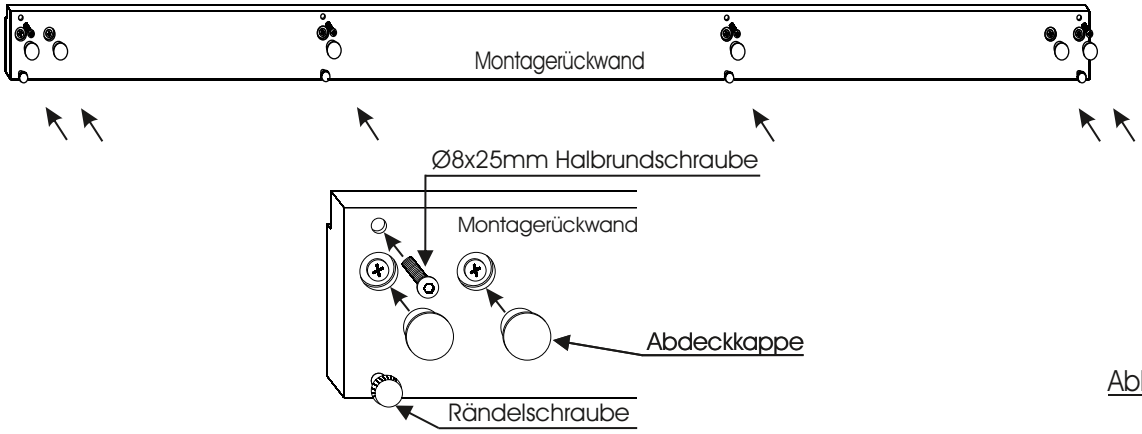

Abb. 4
7. Verschließen Sie die Montagelöcher der Rückwand mit den Abdeckkappen und drehen in die oberen Bohrungen die M8x25mm Halbrundkopfschrauben ein. Die Schrauben dürfen nicht in den Falzbereich hineinreichen. (Abb. 4)